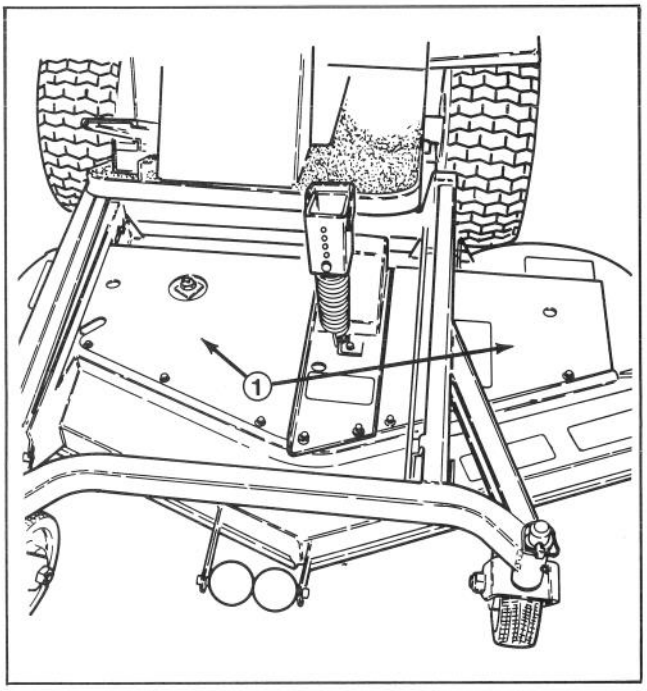

Figure 53
2. Remove capscrews and lockwashers securing pulley cover on top of spindle housing to be serviced (Fig. 53). Also remove cover over idler pulley (Fig. 53) and loosen two nuts securing idler plate in place. This will release tension on the drive belt.